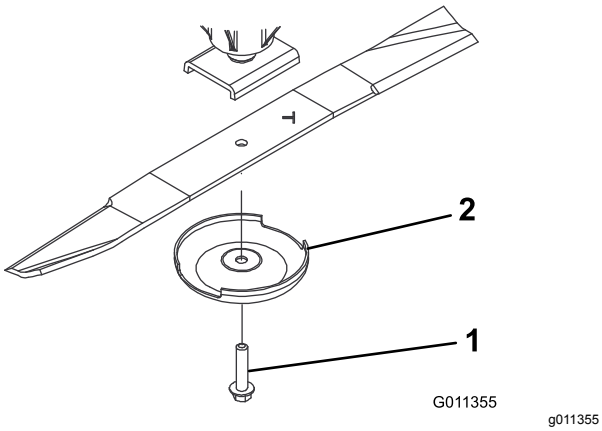

Figur 83
2. Tag fat i enden af skærekniven med en klud eller en tyk handske. Fjern knivbolten, antiskalperingsskålen og skærekniven fra spindelakslen (Figur 83).
3. Monter skærekniven, så seglet vender mod klippeskjoldet, sammen med antiskalperingskoppen og skæreknivsbolten (Figur 83). Tilspænd skæreknivbolten til 115-149 N·m.